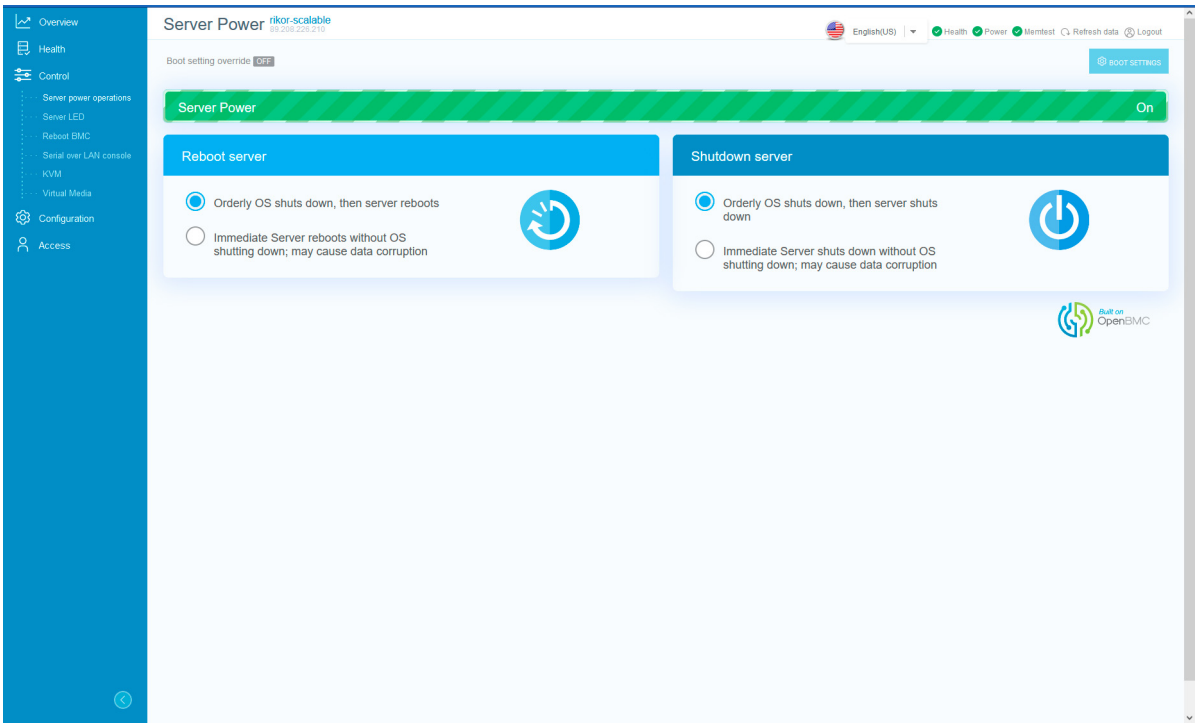

Рис. 75. Окно «Server power operations»
2) Пройдите во вкладку «Control» → «Server power operations» в данной вкладке осуществляется управление сервером. В поле «Server Power» показано состояние сервера «On» или «Off». В поле «Power on server» при нажатии на кнопку осуществляется включение и выключение сервера. Окно показано на рис. 75 Окно «Server power operations»